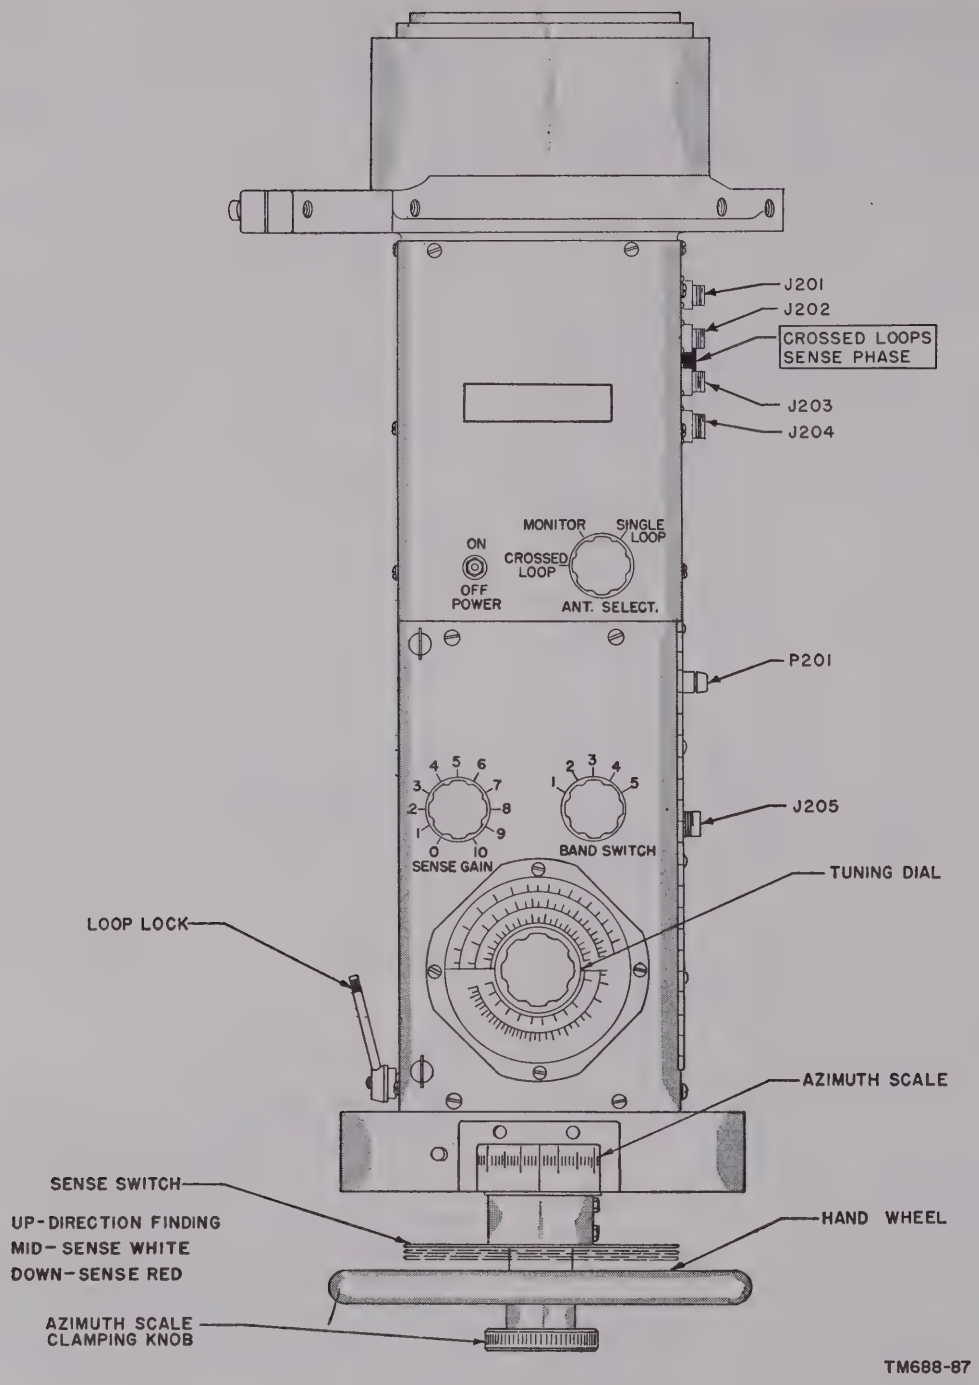

Figure 46. Radio Frequency Amplifier AM-496/TRD-4 controls.
59. Radio Frequency Amplifier AM–496/TRD–4 Controls (fig. 46)
Note.—When the rf amplifier azimuth scale is unlocked from the shaft and is rotated, a detent in line with the zero mark on the white scale clicks into a slot in the shaft which is in line with the north end of the single-loop antenna. This detent is useful as a check on the setting of the azimuth scale after the system has been oriented. Pull the loop lock (fig. 46) to lock the shaft of the loop when the white scale reads zero. Turn the azimuth scale clamping knob to unlock the azimuth scale from the shaft. Rotate the azimuth scale until the detent clicks into position. Read the white scale and record the azimuth setting for future reference if the scale setting has been tampered with. The azimuth scale should then be reset to zero and locked to the shaft.
Note. If visual operation with the crossed-loop antenna is desired, the ANT. SELECT. switch on the rf amplifier (fig. 46) must be in the CROSSED LOOP position and the CROSSED LOOP SENSE PHASE switch set to the desired frequency range.